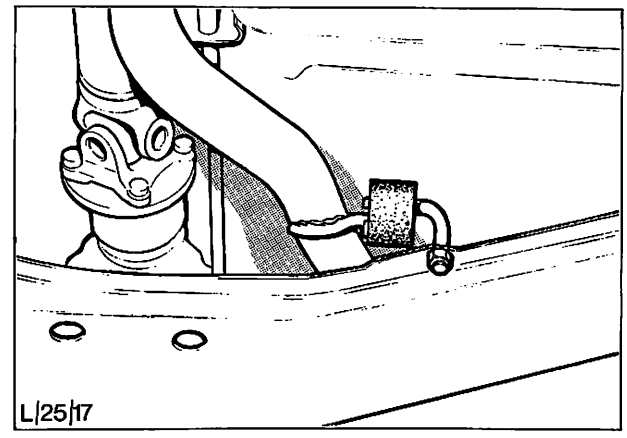

Abb. 17 Auspuffhalterung am hinteren Querträger
4. Vorschalldämpfer von der Gummi-Stegschlaufe aushängen, Abb. 17, und von Vorderrohr und hinterer Anlage trennen und ausbauen.